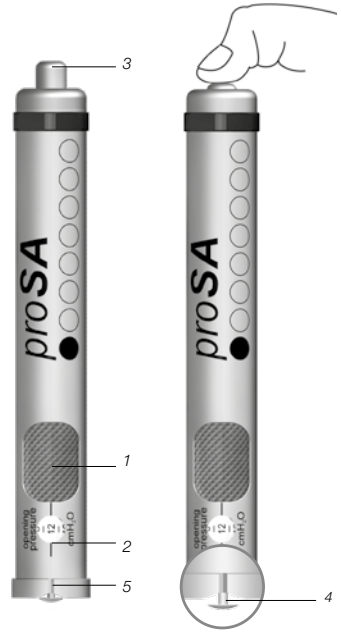

Fig. 6: proSA Adjustment Tool (Instrumento de ajuste proSA)
El Instrumento de ajuste *proSA* se utiliza para regular la presión de apertura de la válvula (Fig. 6). Se selecciona la presión deseada en la esfera moleteada (1). La presión de apertura se lee en una escala (2). El Instrumento de ajuste *proSA* se coloca centrada sobre la válvula.